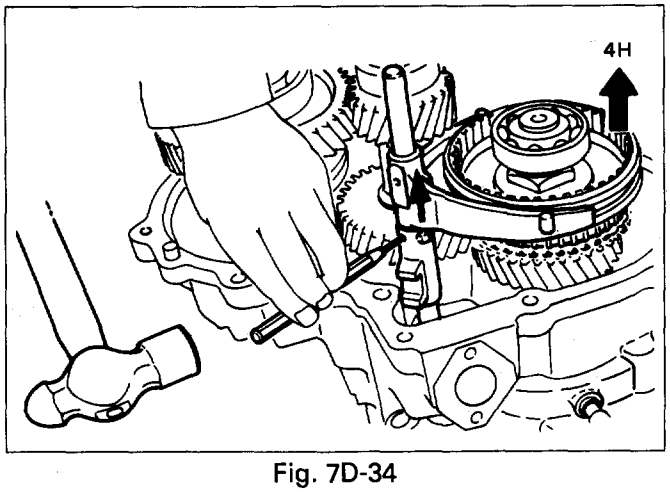

Fig. 7D-34
- Install the spring pin to the shift block and shift arm (Fig. 7D-34).